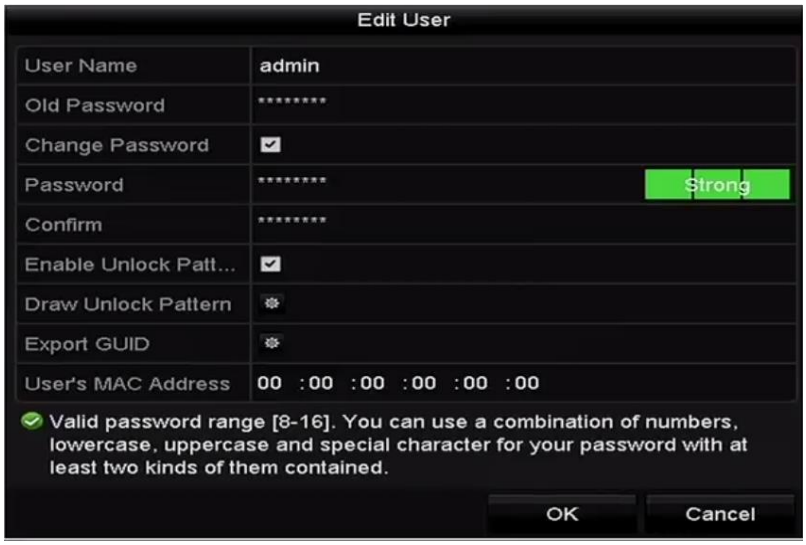

Figure 15-10 Edit User (admin)
Step 3 Click the icon to enter the Edit User interface, as shown in Figure 15-10.